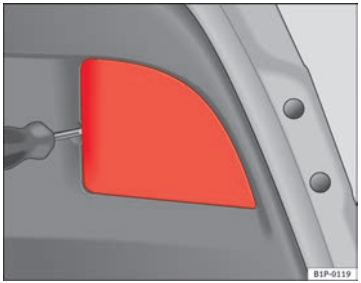

Fig. 171 Lights on the tailgate
– Use a screwdriver to remove the cover ⇒ fig. 171. ▶